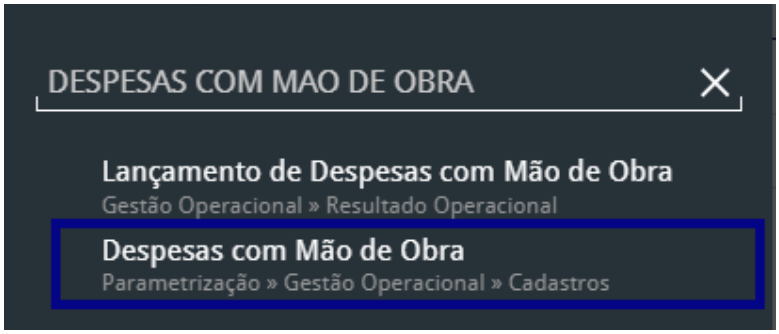

Figura 82: Caminho
2. Digite **Despesas com Mão de Obra** na barra de pesquisa (Figura 82) e selecione o resultado correspondente.